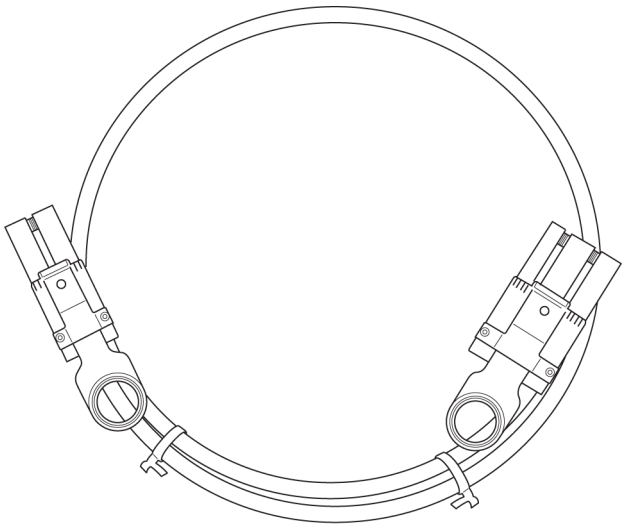

Figure 3.39: iPass Straight Cables
- ❑ 2 iPass Straight cables for x8 and 4 iPass Straight cables for x16 (see Figure 3.39)